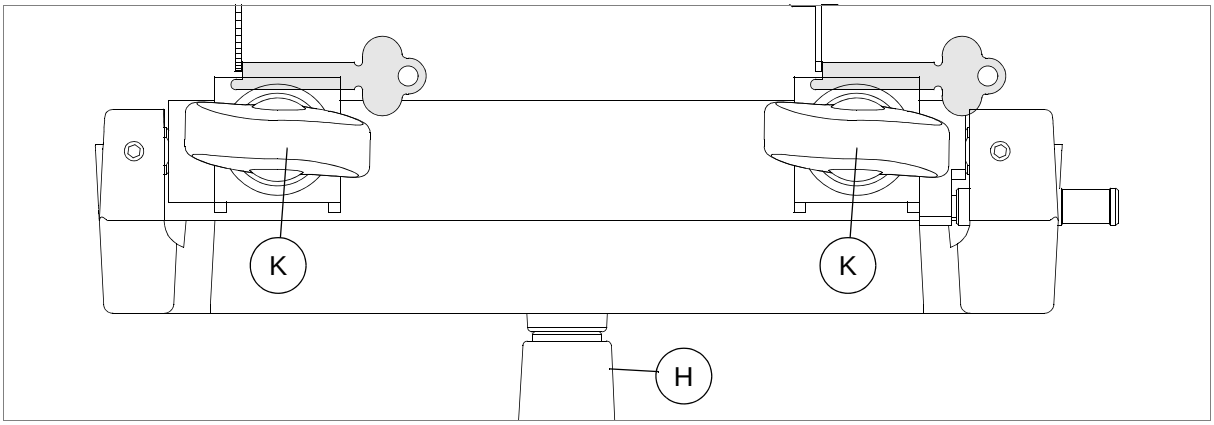

Рис. 44
3) Вставьте оригинальный ключ в правосторонний зажим, используя конец флажка (со стороны острия) как ориентир для перемещения к копиру (рис. 44).